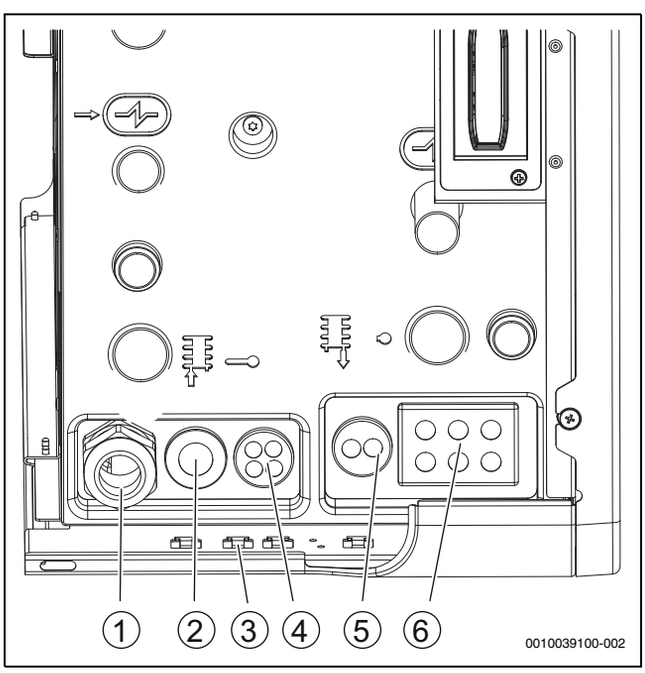
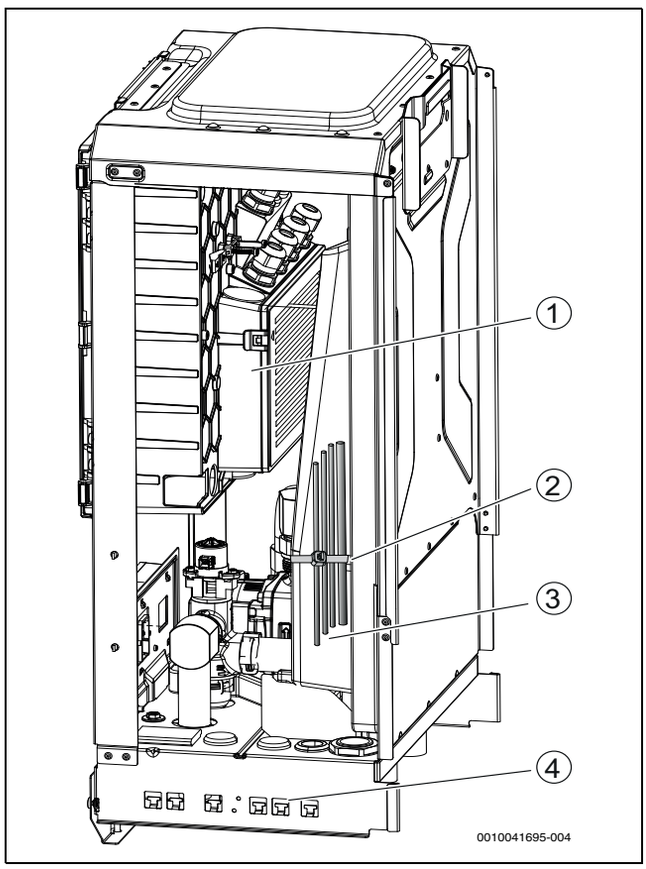

Fig. 25 Entrées de câbles vers l'unité intérieure
Fig. 26 Chemin de câbles
- Faire passer les câbles de raccordement sur les presse-câbles situés à l'arrière de l'unité intérieure. Voir la figure 25 pour l'ordre correct des câbles.
- Fixer les câbles avec des attaches de câbles sur les points de fixation (→Figure 25[3], Figure 26 [2], [4]). Éviter de croiser les câbles.
- Acheminer et fixer les câbles dans l'unité intérieure (→Figure 26).
- Après l'insertion des câbles, serrer le presse-étoupe de câbles (→Figure 25 [1])